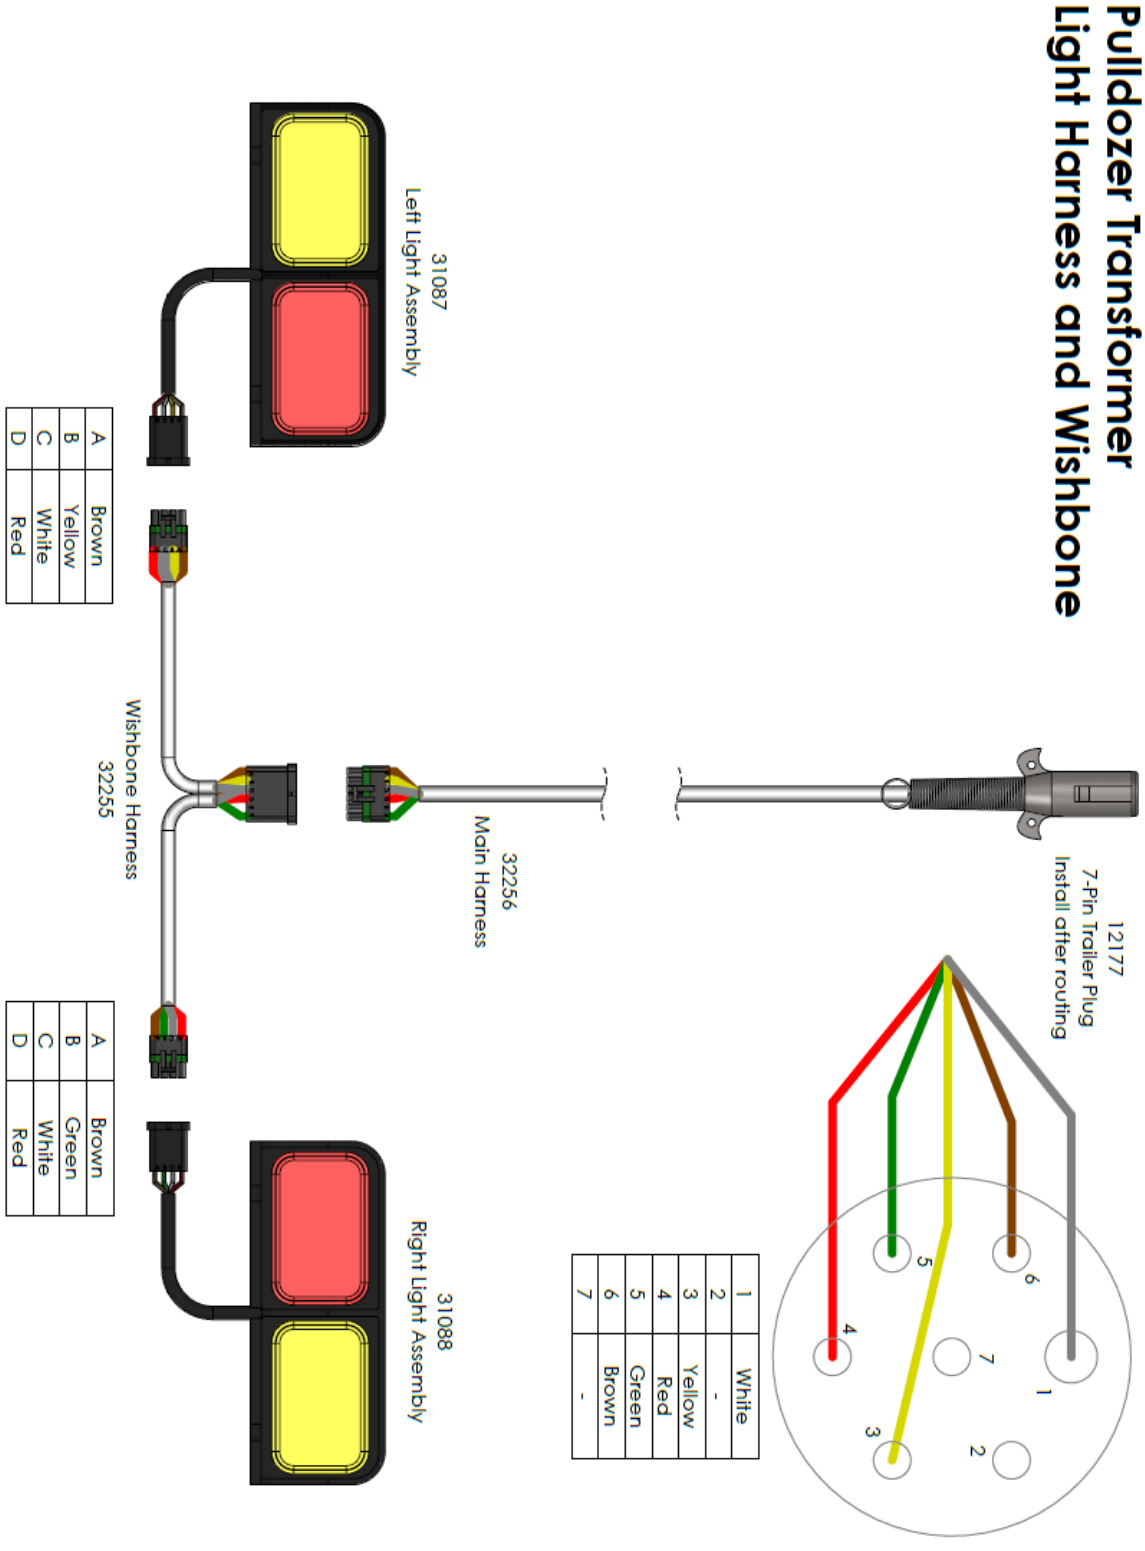

Figure 3.43 – Pulldozer Transformer 2470 Light Wiring Schematic
d) Connect main harness (32256) to wishbone harness (32255) as shown in figure 3.43.